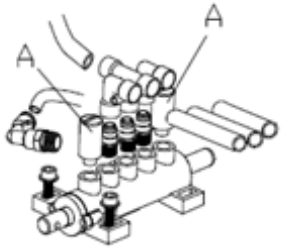

Fig 13
2. Desserrez les silencieux de valve (A) qui appartiennent à la pédale d'ouverture et de fermeture des pinces et à la pédale de la détalonneuse (Fig. 13).
3. Nettoyez les silencieux à l'air comprimé. Si ceux-ci sont endommagés, veuillez les remplacer en vous référant à la liste des pièces détachées. (Fig. 13)